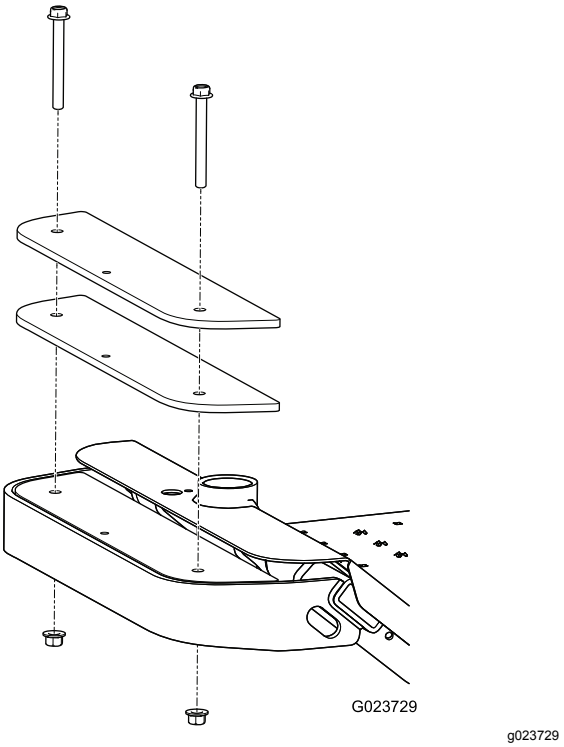

**Рисунок 12**
1. Удалите 2 болта с 2 гайками, которые крепят имеющиеся грузы в передней части машины (Рисунок 12).